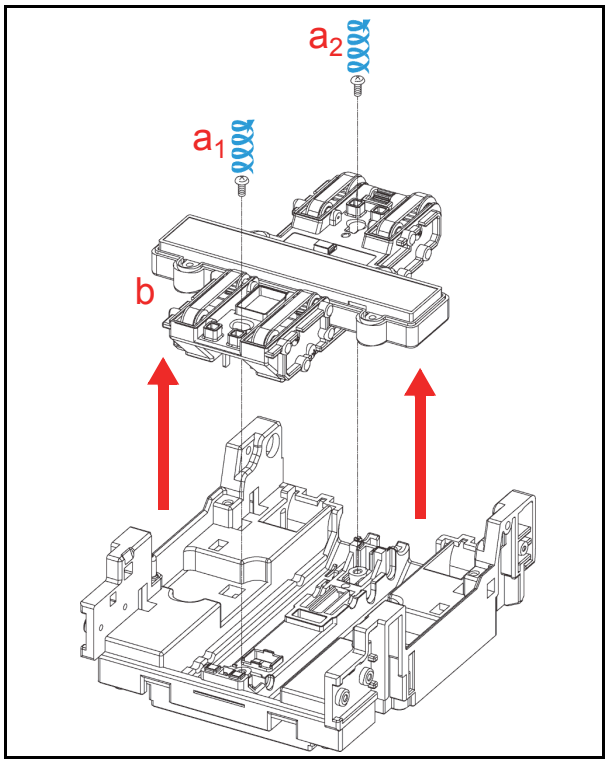

Figure 4-34 Lower Validation Part Removal
3. Remove two (2) mounting screws (See Figure 4-34 a_1 & a_2) retaining the Lower Validation Section in place (See Figure 4-34 b) and remove it up and off the Validation Unit.